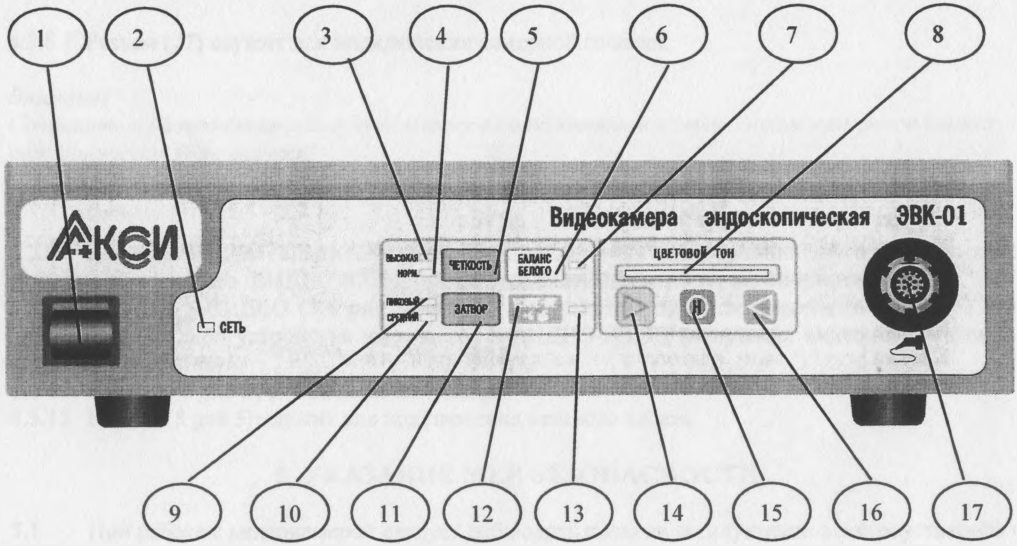

Рис. 2. Передняя панель видеокамеры.
4.2 Расположение органов управления видеокамерой показано на рис. 2 и 3.
4.2.1 Органы управления и индикации видеокамеры (рис. 2):